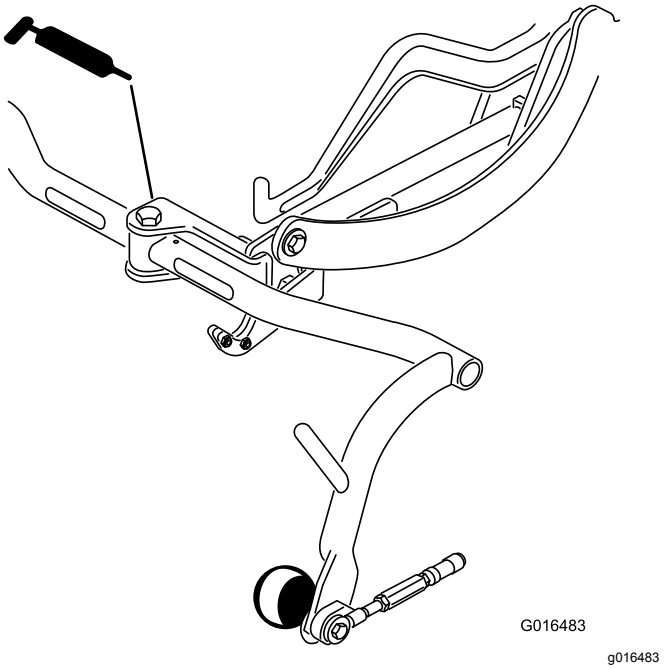

Figur 37
- Bärramens vridfäste (3) (Figur 37)